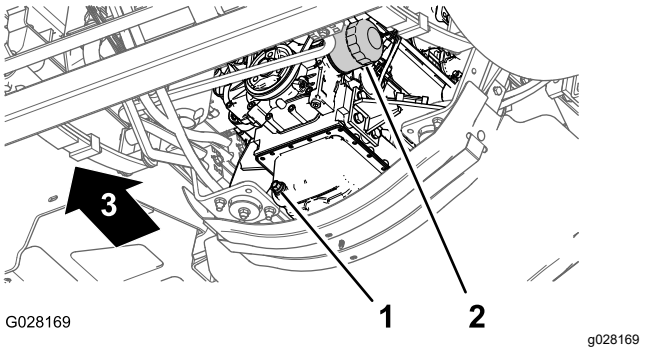

図 74
3. エンジンオイルフィルタの下にオイルを受ける容器をおく図 74。
4. 古いオイルフィルタ図 74を外す。
8. アダプタにフィルタを取り付け、ガスケットがアダプタに当たるまでフィルタを右に回し、そこから更に ½ 回転増し締めする図 74。
1. ドレンプラグの下にオイルを受ける容器をおく図 74。
2. ドレンプラグ 図 74 を外して排出されるオイルを回収する。